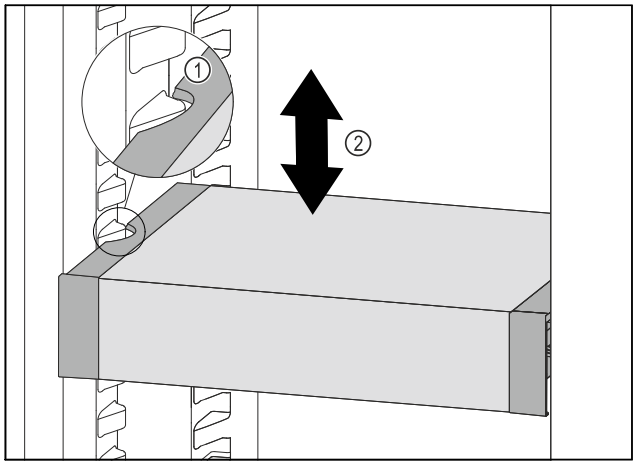

Fig. 146
▶ Pull VarioSafe forwards until the recesses in the side of the VarioSafe are at the level of the support rib in the refrigerator compartment. *Fig. 146 (1)*
▶ Move VarioSafe up or down in the refrigerator compartment until the desired height is reached. *Fig. 146 (2)*